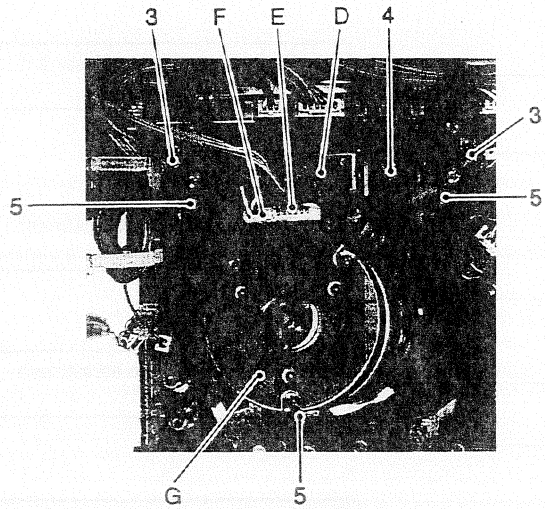

Fig. 2-3-6
4) Remove two screws 3 and do the REC ITI board. (Fig. 2-3-6)
5) Remove one screw 4 and do the head cleaner assembly D. (Fig. 2-3-6)
6) Disconnect connectors E and F from the drum assembly. (Fig. 2-3-6)
7) Remove three screws 3 and do the drum assembly G. (Fig. 2-3-6)